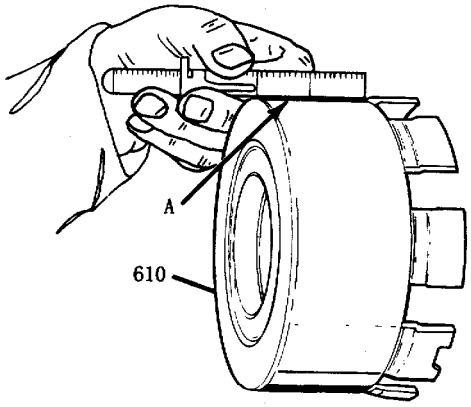

图 4－129　直接档离合器鼓变形检查
①检查直接档离合器鼓 610 焊缝是否损坏，制动带摩擦区域是否有划痕、烧坏或变形(见图4－129)。